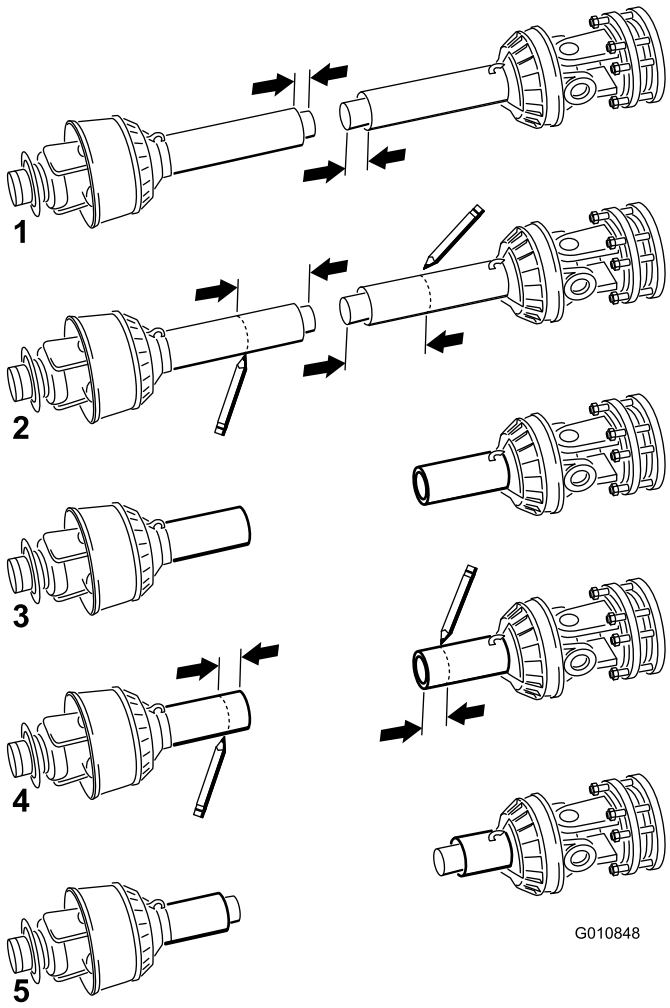

Figur 15
10. Skil de to halvdele af kraftudtagsakslen fra hinanden (Figur 15, illustration 1).
11. Mål afstanden fra enden af hvert rør til dets sikkerhedsskærm (Figur 15, illustration 1). Noter afstandene.
12. Brug dimensionerne målt i trin 8 til af finde, markere og afskære skærmen og røret fra hver kraftudtagshalvdel (Figur 15, illustration 2 og 3).
13. Brug dimensionerne fra trin 11 til at finde og markere, og afskær kun sikkerhedsskærmene for at blotlægge rørene (Figur 15, illustration 4 og 5).